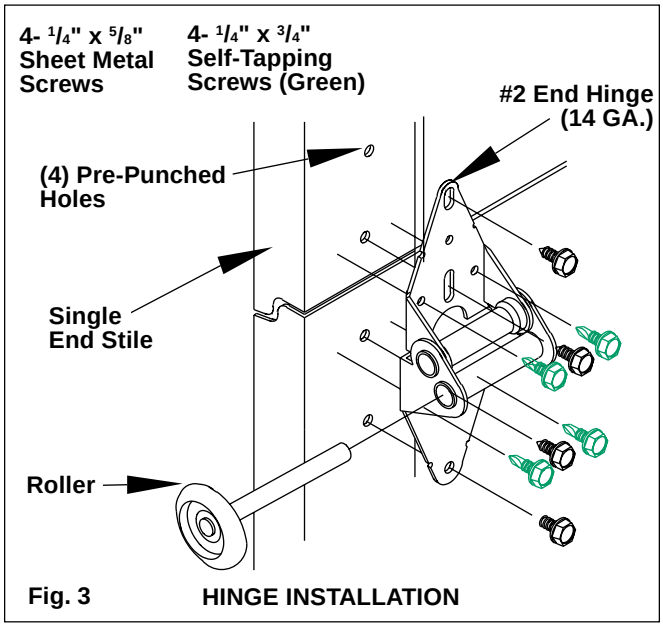

Fig. 3 HINGE INSTALLATION
14 Gauge hinges are used at all end stile locations (for more detail see MANUAL). Insert the (4) sheet metal screws as indicated in the MANUAL. Insert the (4) 1/4" x 3/4" self-tapping screws per hinge as shown. (You may have to pilot drill 5/32" holes before installing self-tapping screws.) (FIG. 3)